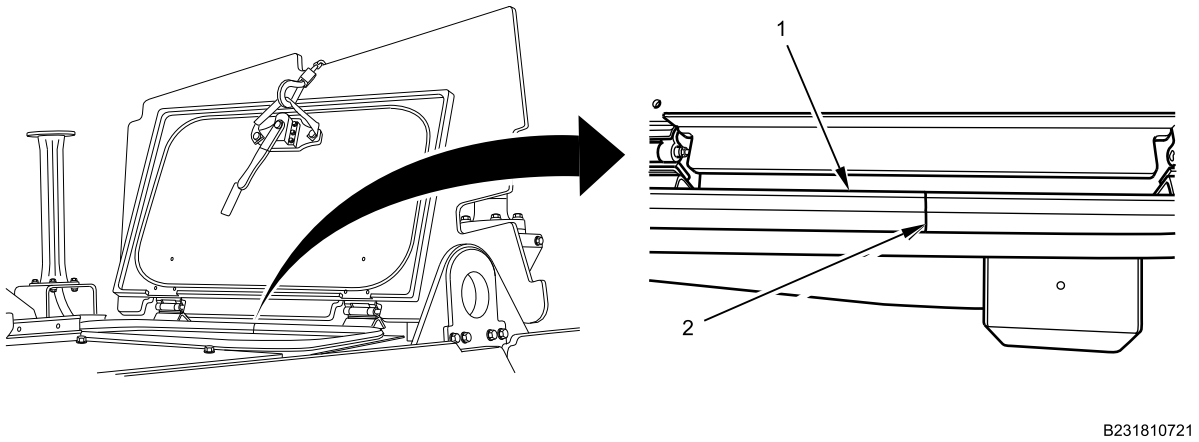

Figure 6. Emergency Hatch Seal Seam Adhesive Application.
3. Apply weatherstrip adhesive to seam (Figure 6, Item 2) of seal (Figure 6, Item 1) and allow 15 minutes for adhesive to dry.